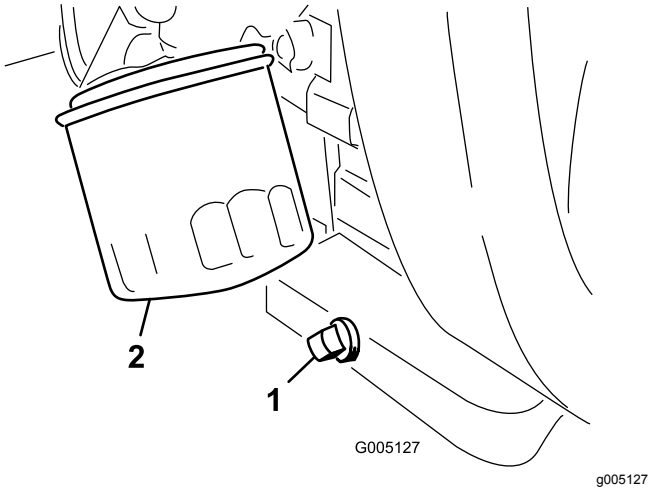

Figur 42
1. Fjern tappepluggen (Figur 42) og la oljen renne ut i en beholder.
2. Rengjør gjengene på tappepluggen, påfør PTFE-forseglingsmiddel og monter tappepluggen (Figur 42).
3. Ta av oljefilteret (Figur 42).